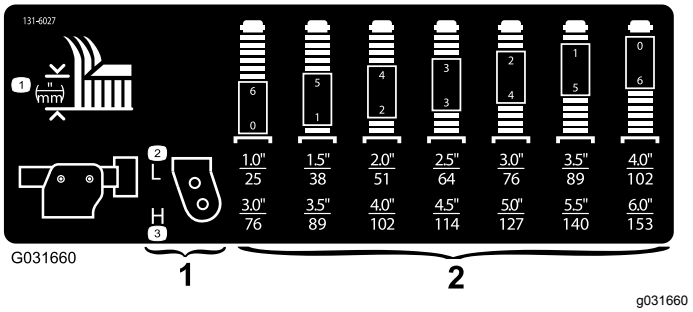

Figuur 33
3. Zet de assen van alle zwenkwielvorken in dezelfde openingen; raadpleeg de tabel (Figuur 33) om vast te stellen wat de correcte openingen voor de instelling zijn.
Opmerking: Raadpleeg de tabel om na te gaan welke combinatie afstandsstukken moet worden gebruikt om de maaihoogte in te stellen (Figuur 33).